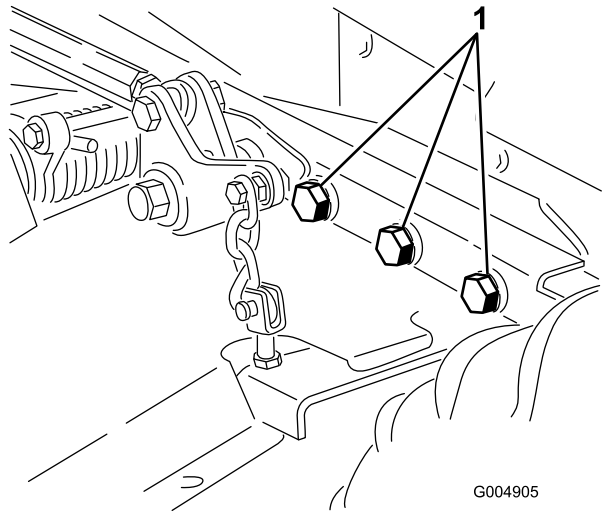

Figuur 79
4. Controleer of alle bevestigingen vastzitten; zet ze vast indien nodig. Controleer in het bijzonder de 6 bouten waarmee het frame van het maaidek is bevestigd aan de tractie-eenheid (Figuur 79). Draai deze vast met een torsie van 359 Nm.